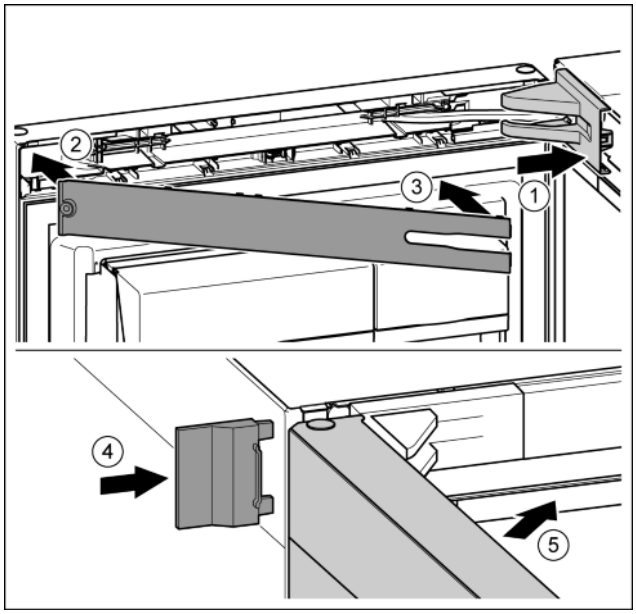

Fig. 46
▶ Position the bearing bracket and engage. If necessary push apart carefully. *Fig. 46 (1)*
▶ Position the panel. *Fig. 46 (2)*
▶ Swing in the panel and click into place. *Fig. 46 (3)*
▶ Slide on the external cover. *Fig. 46 (4)*
▶ Close the upper door. *Fig. 46 (5)*